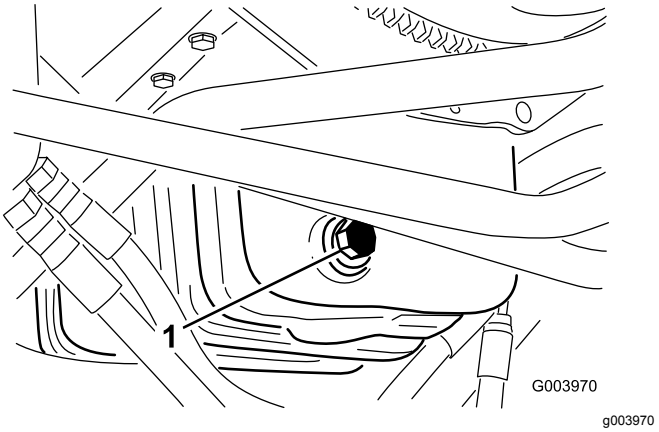

Figur 48
1. Ta bort avtappningspluggen (Figur 48) och låt oljan rinna ned i ett avtappningskärl.